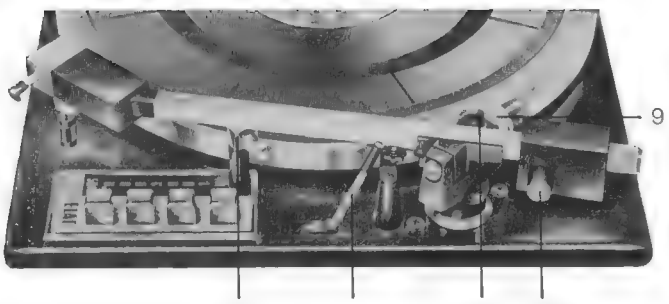

Fig. 8
Das Gegengewicht oder Tonarmausgleichsgewicht (Fig. 2–10) wird, soweit es geht, auf das hintere Tonarmende aufgeschoben. Dann bewegt man es weiter unter Verwendung des Triebknopfes 10 A (Fig. 8). Der Triebknopf an dem Gegengewicht soll zur Chassis-Außenseite zeigen. Er dient dazu, das Gegengewicht vorwärts und rückwärts zu verschieben, um eine exakte Tonarmbalance einzustellen.
Der Tonarm kann vor einem Transport oder zur Sicherung gegen Stöße verriegelt werden. In der roten Riegelstellung liegt er auf der Stütze fest, in der grünen Stellung (Fig. 8—12) ist er frei. Sollte versehentlich eine Starttaste gedrückt werden, wenn der Arm noch verriegelt ist, verhindert ein sinnvoller Mechanismus eine Beschädigung; das Gerät schaltet sich selbsttätig aus.
Nach dem evtl. Einbau und der Feinjustierung des Systems sowie dem Aufschieben des Gegengewichtes muß der Tonarm über dem Plattenteller ausbalanciert werden. (Vorsicht, damit die Diamantnadel nicht beschädigt wird!) Dies geschieht, indem man die Rändelscheibe für die Auflagekraft (Fig. 8–9) mit der Nullmarke auf die Strichmarke (Fig. 8–9 A) am Tonarmsockel einstellt. Nun bewegt man mit Hilfe des Drehknopfes (Fig. 8–10 A) das Ausgleichsgewicht vor- oder rückwärts — nachdem man vorher eine evtl. vorhandene Nadelschutzkappe abgenommen hat — bis sich der Arm in waagerechter Lage im Gleichgewicht befindet.
2.7 Tonarmlift (Fig. 8–11)
Häufig wird gewünscht, ein einzelnes Band von einer Schallplatte abzuspielen. Dies ist sehr einfach mit Hilfe des hydraulischen Tonarmlifts zu bewerkstelligen (Fig. 8—11). Diese Hilfe besteht aus einer Platte, welche den Tonarm trägt, so daß der Abtaststift in kurzem Abstand über der Schallplatte gehalten wird, wenn der Hebel des Lifts nach vorn bewegt wird (▼). Schwenkt man den Tonarm mit der Hand in die gewünschte Stellung über der Schallplatte, so daß der Abtaststift direkt über dem Band steht, das abgespielt werden soll, so senkt sich — wenn man den Hebel des Lifts zurückbewegt — der Abtaststift sehr langsam und vorsichtig auf die Platte (▼). Die Rückführung des Armes auf die Stütze ist entweder automatisch am Plattenende (Abs. 2.3) oder mit der Hand (Abs. 2.4) möglich. Mit Hilfe des Lifthebels kann man den Abtaststift zu jeder Zeit von der Platte heben, an diesem Punkt festhalten und durch Hebelschwenken nach hinten wieder absetzen. Man vermeide ein Umlegen des Lifthebels nach vorn (anheben), wenn der Tonarm noch verriegelt ist.